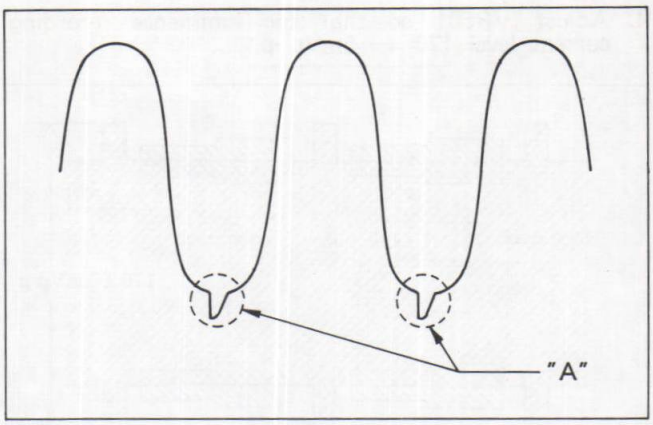

Fig. E14
3. Adjust the T851 so that the points "A" becomes maximum as shown in Fig. E14.